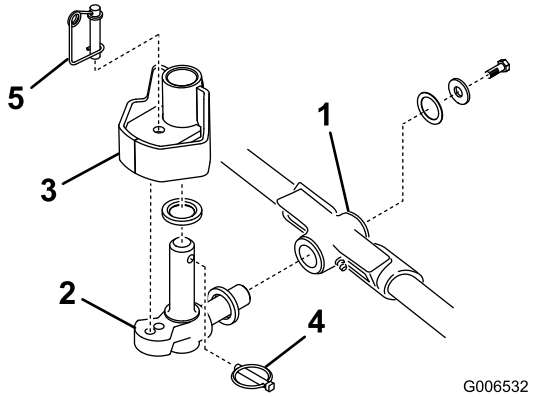

Bild 17
1. Setzen Sie eine Druckscheibe auf die horizontale Welle des Kreuzgelenks, wie in Bild 17 dargestellt.
2. Setzen Sie die horizontale Welle des Kreuzgelenks in das Befestigungsrohr des Trägerrahmens (Bild 17).
3. Befestigen Sie das Kreuzgelenk mit einer Druckscheibe, einer flachen Scheibe und einer Bundkopfschraube am Trägerrahmen (Bild 17).
4. Setzen Sie eine Druckscheibe auf die vertikale Welle des Kreuzgelenks (Bild 17).
5. Falls abgenommen, setzen Sie die vertikale Welle des Kreuzgelenks auf die Hubarmdrehnabe (Bild 17).
6. Setzen Sie den Klappstecker in das Kreuzloch an der Kreuzgelenkwelle (Bild 17).
Hinweis: Wenn Sie eine fixierte Mähwerkstellung wünschen, setzen Sie den Lenksperrstift auf das Befestigungsloch des Kreuzgelenks (Bild 17).
11. Haken Sie den Federdraht unten um den Lenksperrstift (Bild 17).